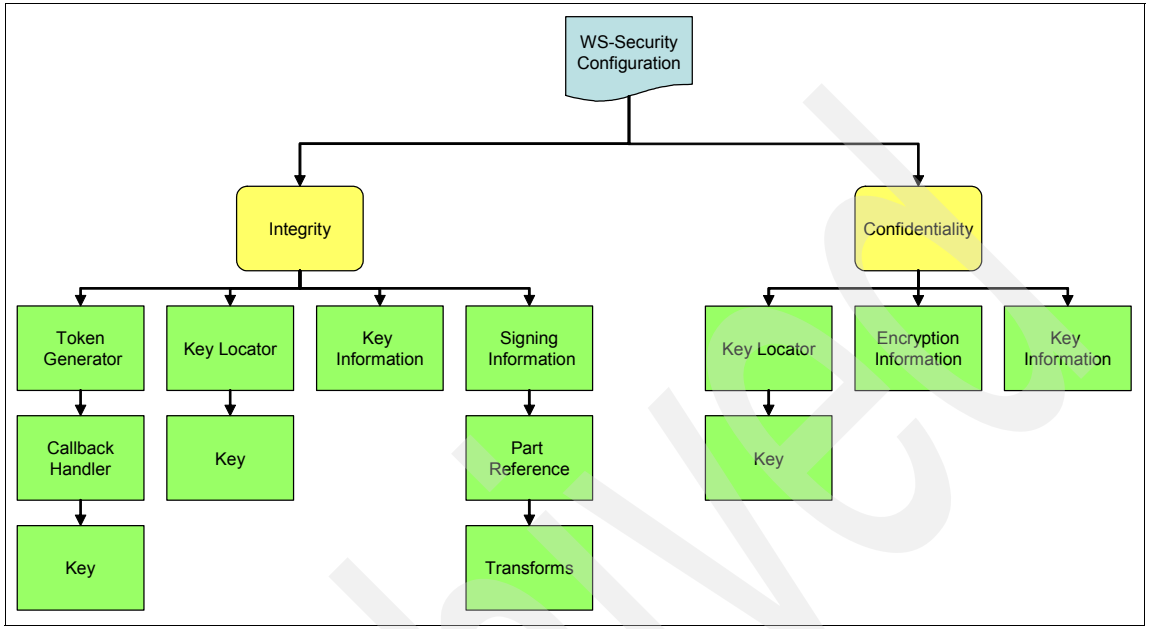

Figure 11-80 WS-Security binding elements
To configure integrity and confidentiality using WS-Security, you must define the resources shown in Figure 11-80.
1. Define the WS-Security resources, such as those shown in Figure 11-80. Use either the appropriate editor in WebSphere Integration Developer, such as the EJB Deployment Descriptor Editor, or use the administrative console of WebSphere Process Server.